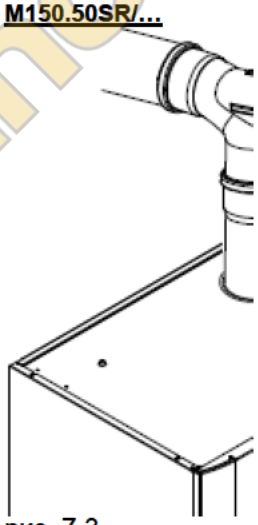

рис. 7.3
• Подсоедините газоанализатор к штуцеру анализа исходящих газов (Q), находящемуся на дымоходном патрубке котла, см. рис. 7.3 и 7.4.